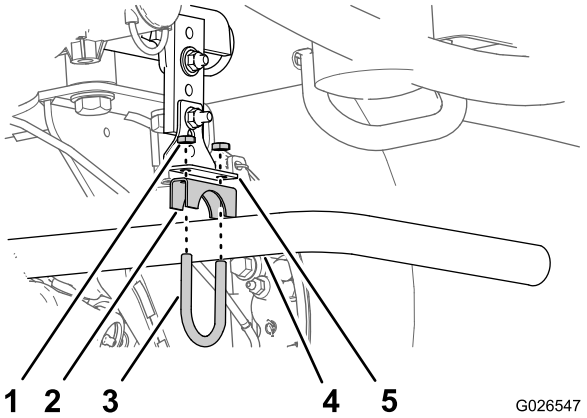
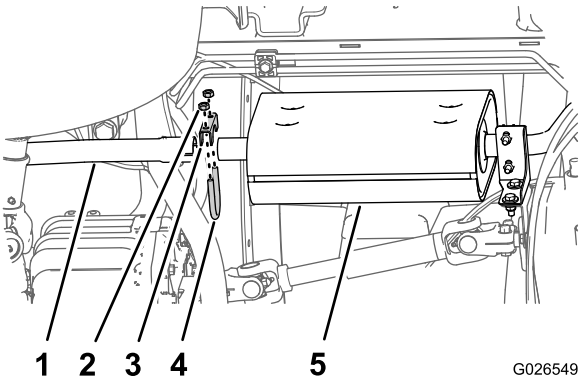

Рисунок 2
Рисунок 4
1. С подвеса и кронштейна выхлопной трубы снимите 2 гайки, U-образный болт и скобу для крепления выводящей трубы глушителя к кронштейну (Рисунок 2).
3. Снимите 2 гайки, U-образный болт и скобу для крепления выводящей трубы глушителя (Рисунок 4).
4. Удалите выводящую трубу глушителя с машины в отходы (Рисунок 2 и Рисунок 4).